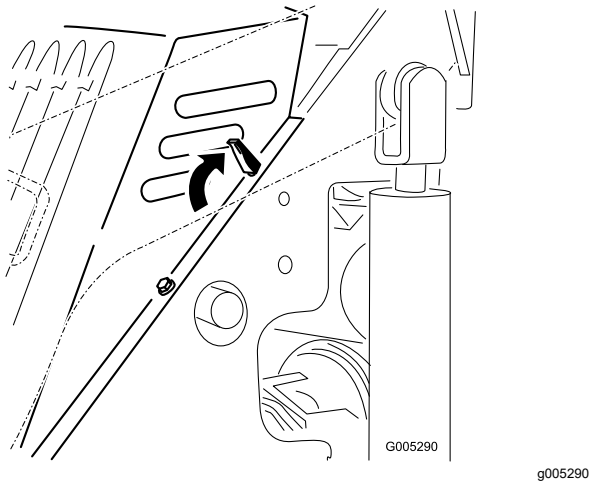

Figuur 19
4. Zet de vier borglippen vrij (Figuur 19).
1. Plaats de motorkap over het machineframe, zorg er hierbij voor dat de stangen op de motorkap in de gaten in het frame passen (Figuur 19).
2. Bevestig de motorkap door de borglippen naar voren en naar beneden te duwen (Figuur 19).